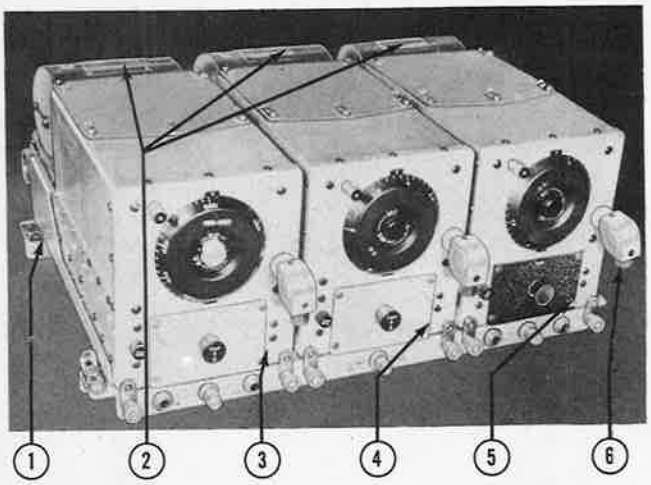

Figure 479—SCR-274-N Receivers—Front View
2. DYNAMOTORS DM-32-( ).—A plug-in dynamotor (2, figure 479) which is held with snap-slides, is mounted on the back of each receiver. Each dynamotor furnishes power for the receiver upon which it is mounted, and is controlled by the "CW-OFF-MCW" switch on the radio control box.
3. RECEIVER RACK FT-220-( ).—The receiver rack (1, figure 479) fulfills three functions: It provides compartments into which the receivers are slid and locked in place; it provides an electrical junction box for essential interconnections; and it contains a receiver output-side-tone relay, an "A TEL-B TEL" toggle switch, a fuse, and three sets of "A TEL-B TEL" head set jacks.